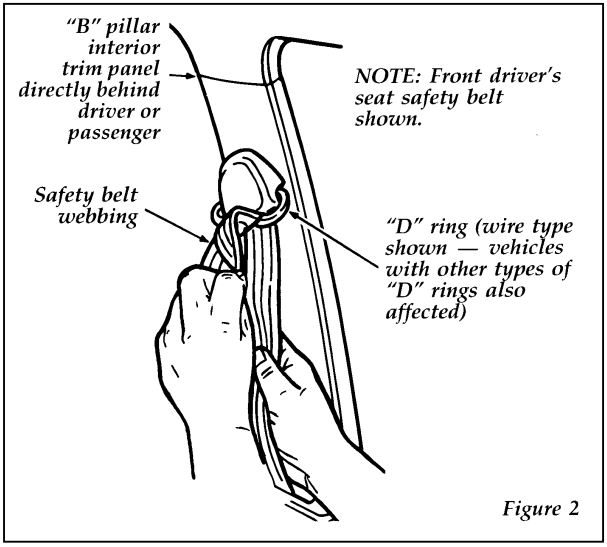

Figure 2
1. Grasp the belt webbing at the “D” ring. See Figure 2.
3. While holding the shoulder and lap belt portions together, route the tongue through the child seat according to the child seat manufacturer's instructions. See Figure 2. Be sure that the belt webbing is not twisted.